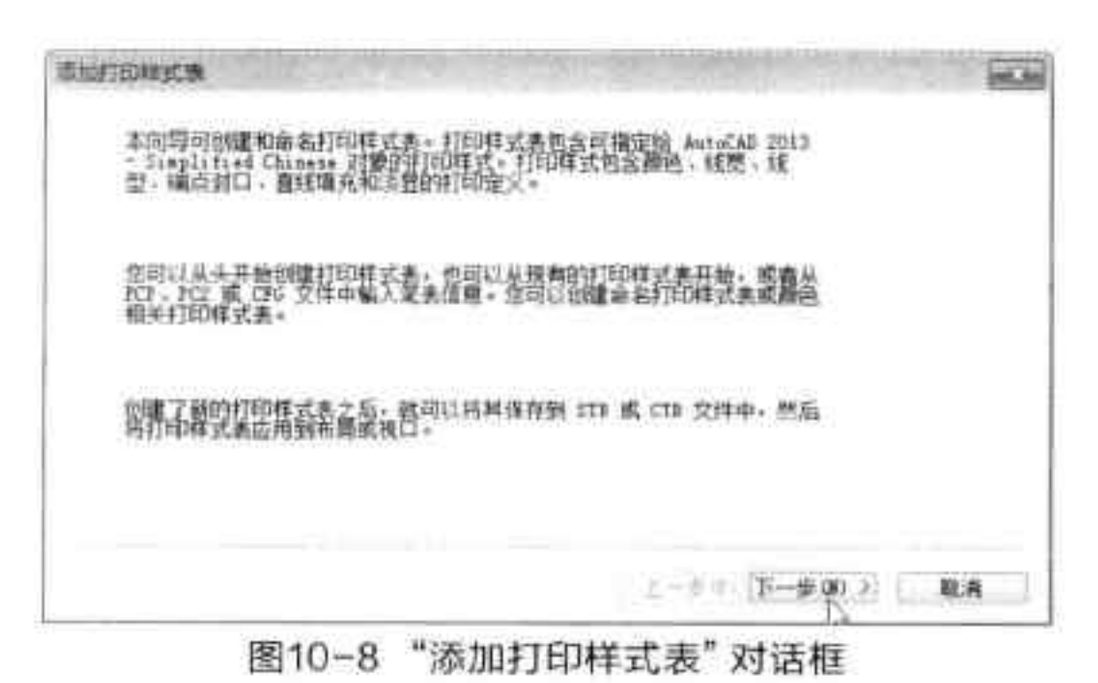

图10-8 “添加打印样式表”对话框
Step 02 在“添加打印样式表”对话框中，单击“下一步”按钮，如图 10-8 所示。